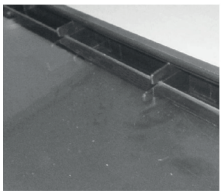

Rys. 3
6. Szkła muszą zostać prawidłowo umieszczone w wycięciach w górnej plastikowej pokrywie (patrz Rys. 3).